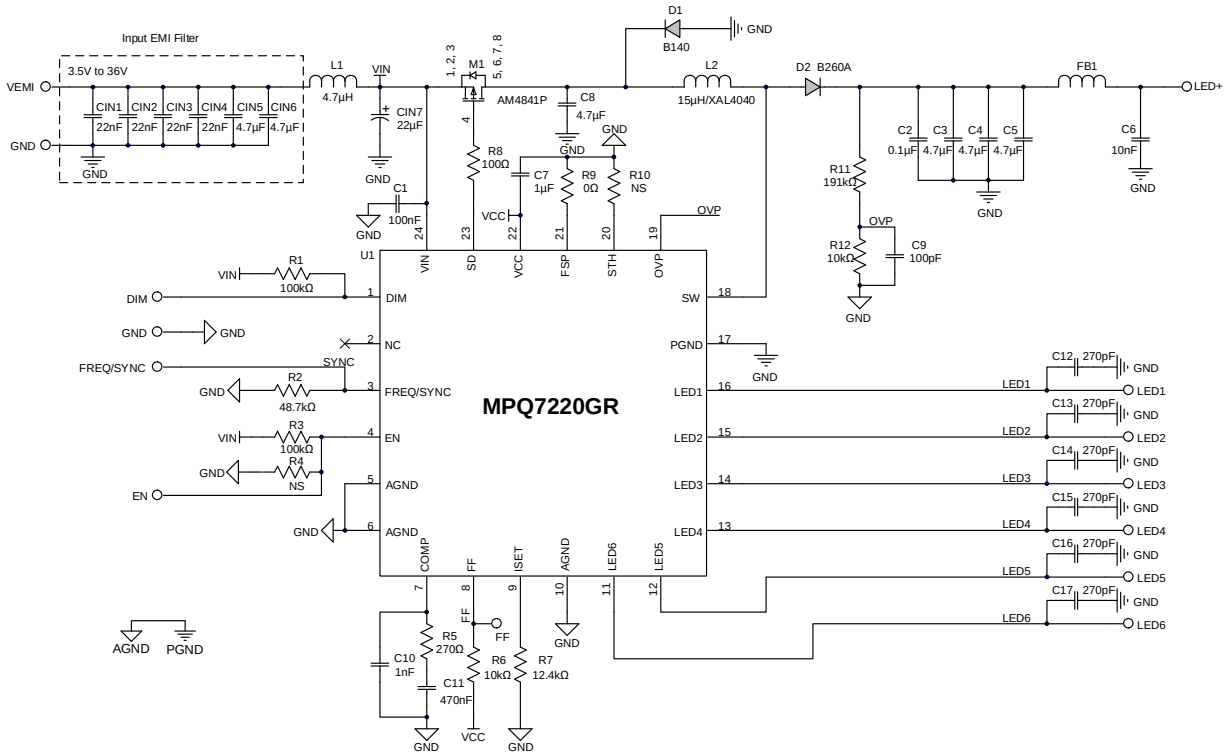
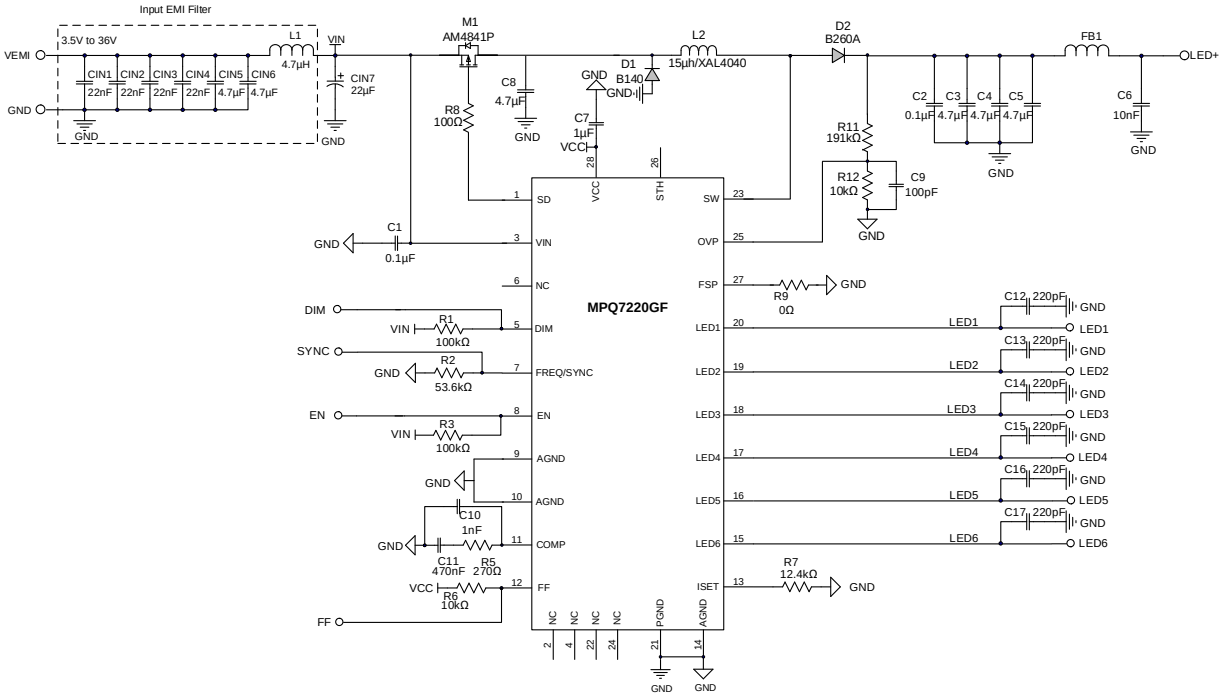

Figure 6: Typical Application Circuit for the QFN-24 Package with EMI Filters (I_{SET} = 100mA, f_{SW} = 450kHz)
Figure 8: Typical Application Circuit for the TSSOP-28 Package with EMI Filters (I_{SET} = 100mA, f_{SW} = 410kHz)
10) The recommended PCB layout is based on Figure 6 on page 27.
11) The recommended PCB layout is based on Figure 8 on page 28.
Added Figure 6 and Figure 8; updated figure titles	27–28